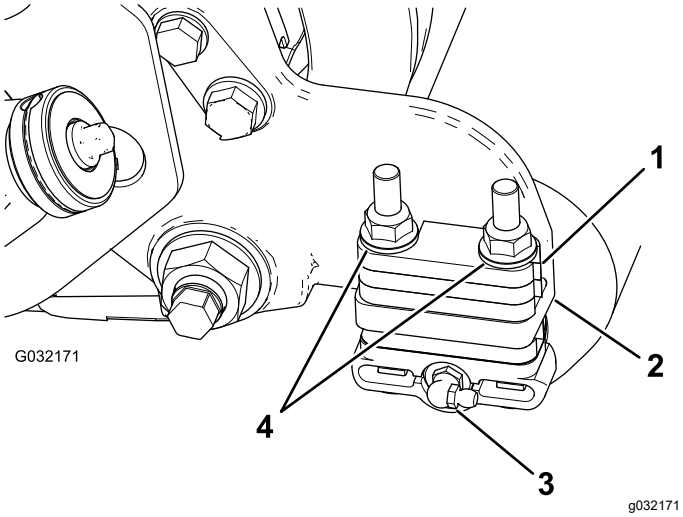

Figuur 6
1. Verwijder de smeernippel van de rol aan de kant van het maaidek met de rolborstelbehuizing (Figuur 6).
3. Verwijder de 2 flensborgmoeren waarmee de rolbeugels aan de zijplaten zijn bevestigd, **en verwijder ook afstandsstukken van 6 mm die zich aan de bovenkant van de montageflens van de zijplaat bevinden** (Figuur 6).